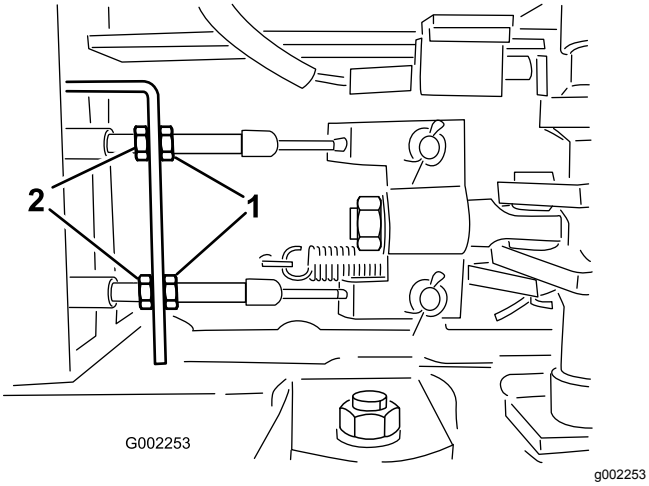

**Рисунок 87**
5. Закройте сливной клапан (Рисунок 87).
5. Ослабьте передние гайки на тормозных тросах под передним концом опрыскивателя (Рисунок 87).
6. Равномерно затягивайте задние гайки до тех пор, пока педаль тормоза не будет перемещаться в пределах от 1 до 2 см до ощущения сопротивления (Рисунок 87).